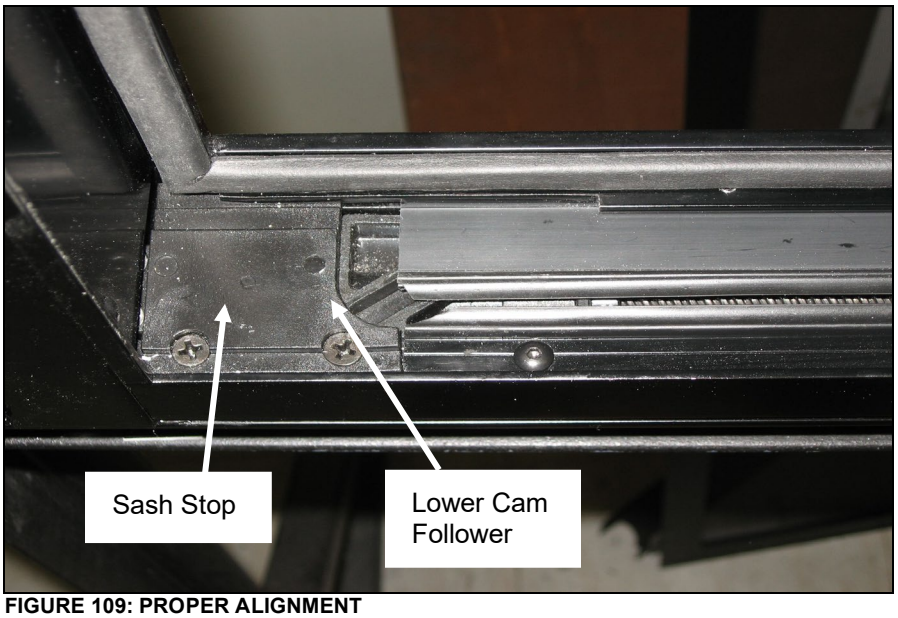

**FIGURE 109: PROPER ALIGNMENT**
1. Align the leading edge of the slot on the lower cam follower block with the sash stop. Use the power toggle switch to obtain the correct alignment. (Figure 109)